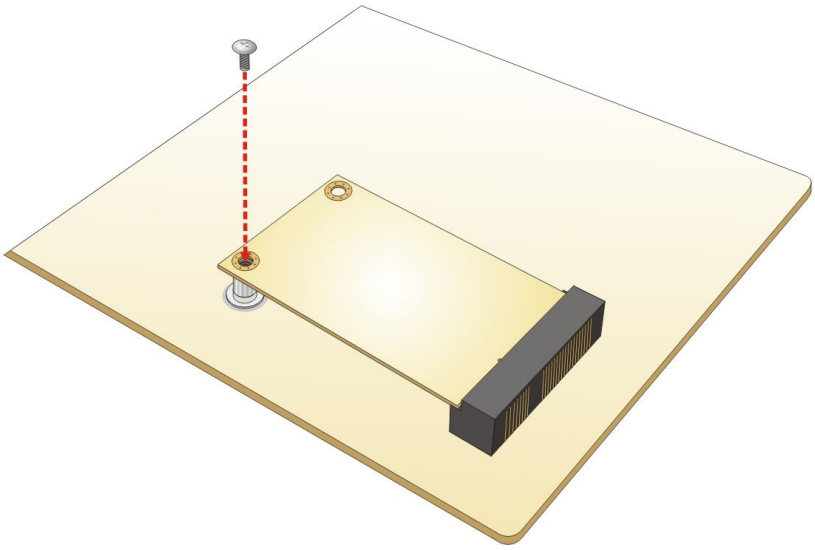

Figure 4-10: Securing the Full-size PCIe Mini Card
Step 4: **Secure the full-size PCIe Mini card**. Secure the full-size PCIe Mini card with the retention screw previously removed (**Figure 4-10**).